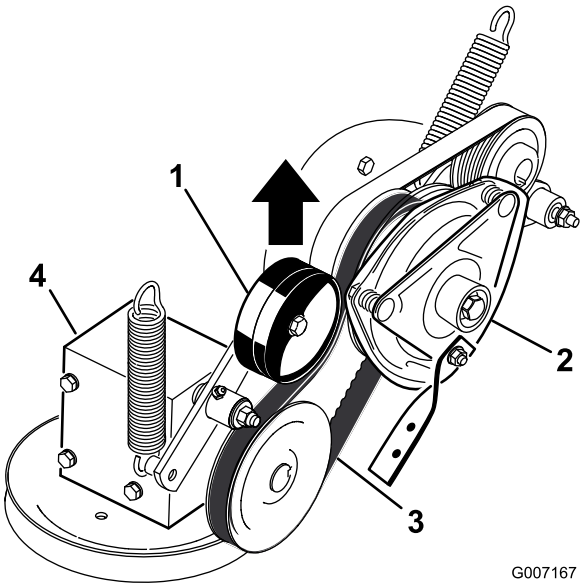

Figuur 57
5. Trek aan de veerbelaste spanpoelie voor de aandrijfriem van de aftakas en verwijder de riem van de poelie van de koppeling (Figuur 57).
17. Trek aan de veerbelaste spanpoelie voor de aandrijfriem van de aftakas en monteer deze op de poelie van de koppeling (Figuur 57).